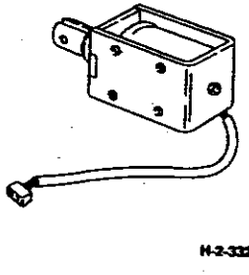

**Рисунок 4. Ориентация соленоида затвора регистрации и его электрического жгута.**
3. (Рисунок 4) Разместите жгут соленоида так, как показано на рисунке.